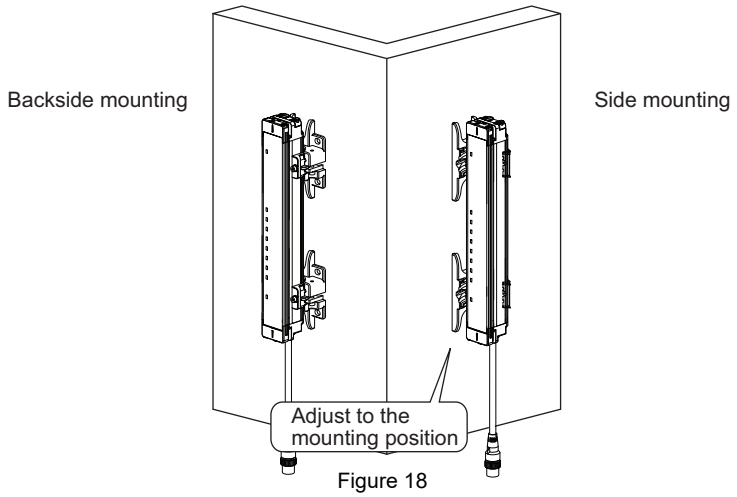

Figure 18
3. Slide the Intermediate Brackets to the mounting position of the wall. (Figure 18)